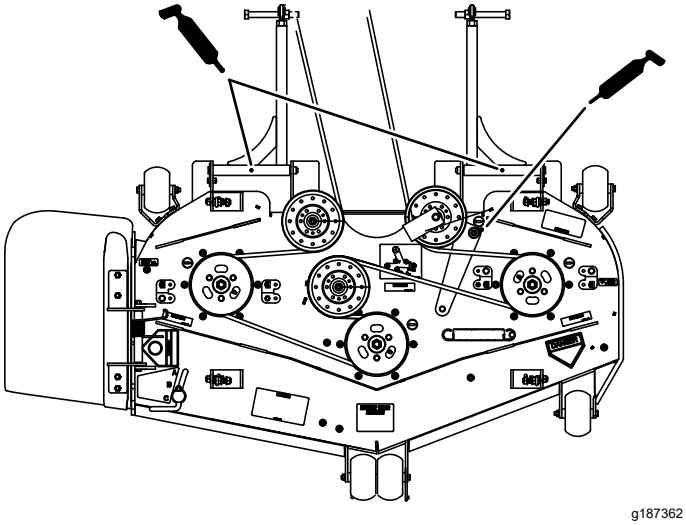
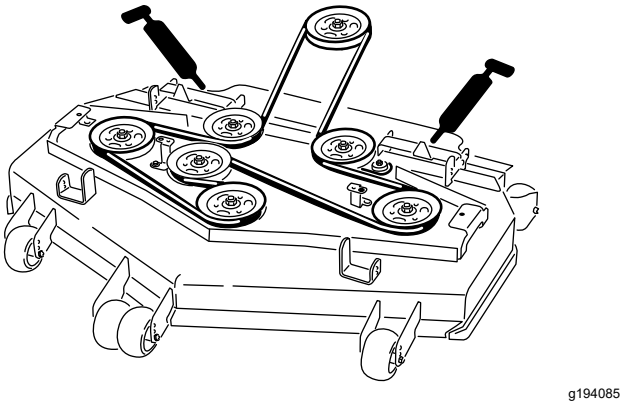

Figuur 50
Figuur 51
6. Pomp vet in de arm van de spanpoelie op het maaidek (Figuur 50).
7. Pomp vet in de smeernippels op de duwarmen (Figuur 50 of Figuur 51).